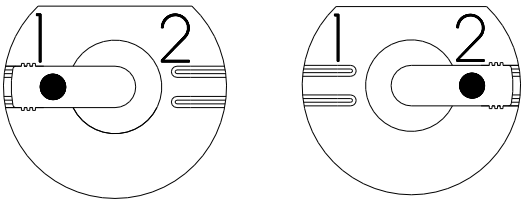

rys. 5
- wybierz prędkość obracania: położenie 1 lub 2 (patrz **rys. 5**)